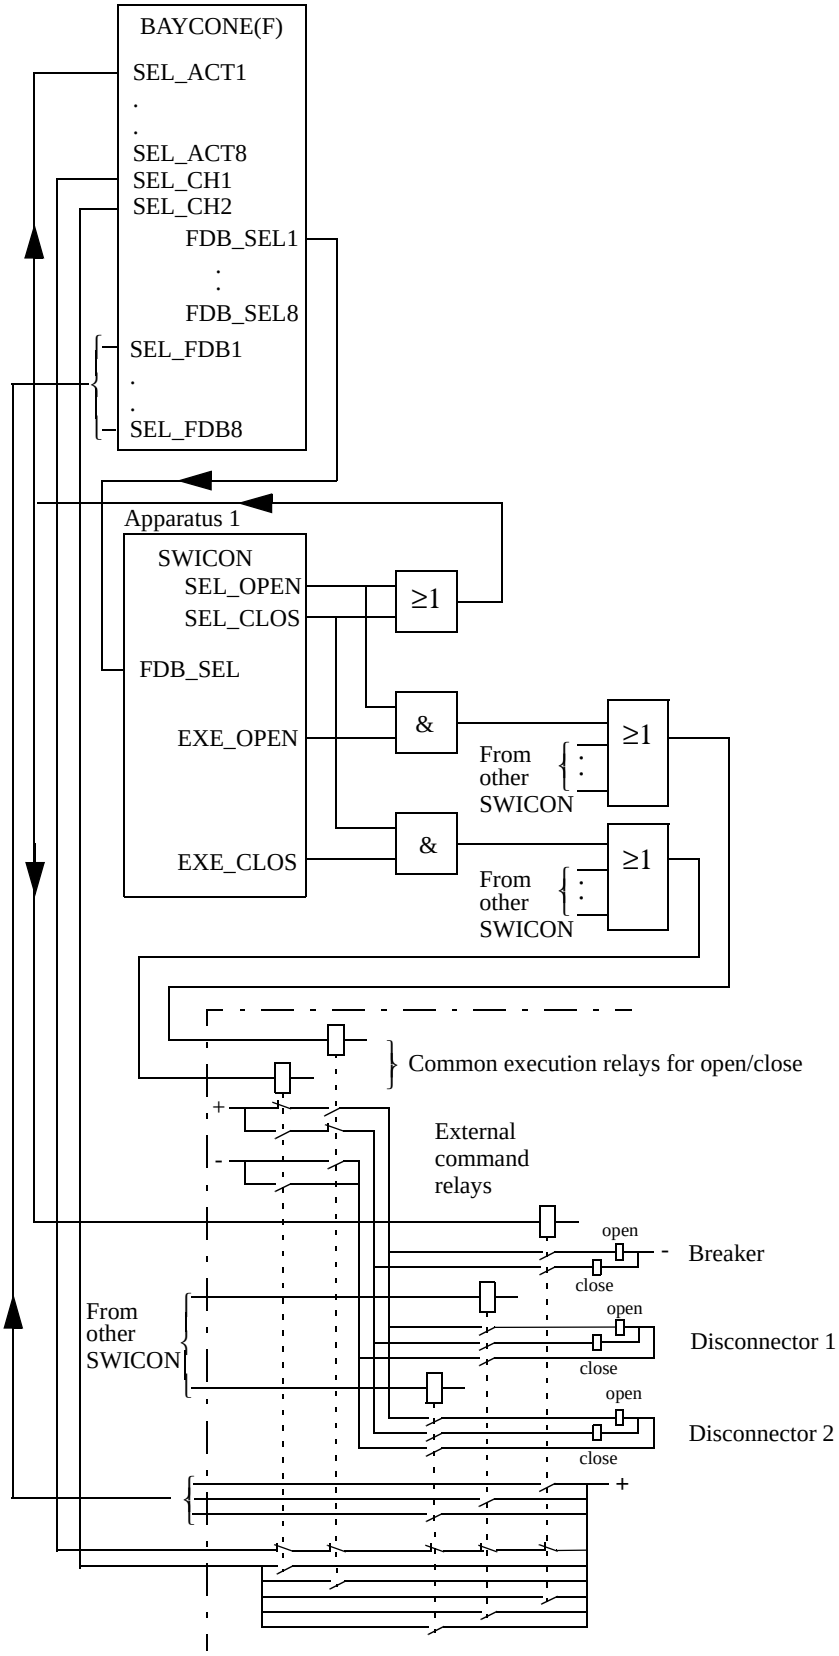

Figure 7: External selection relays with individual feedback signals
- With individual feedback signals (BAYCONE and BAYCONF) shown in Figure 7:
In the other version in Figure 7:, BAYCON also checks every relay separately. It can then also determine if the wrong relay is energised. It indicates this with the BRLYERR output. When BAYCON has a valid reservation for a selection request and no error occurs, the selection relay supervision also sets an output to the requesting apparatus. This is a feedback selection (FDB_SELx), which indicates that the energising of the relay was correct. Now other software parts can give a close or open command.